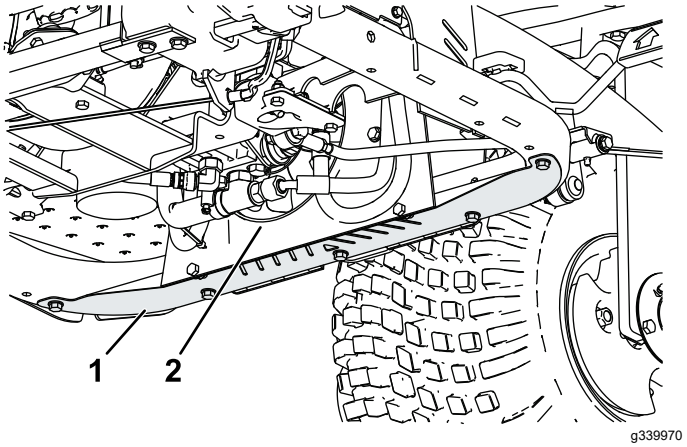

**Figur 44**
1. Ta bort den nedre skärmen (Figur 44).
2. Använd ett rör och blås in tryckluft mellan fläktbladen (Figur 44) så att du får bort skräp.